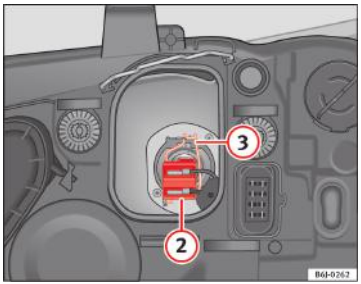

Fig. 162 Farurile fază scurtă
– Scoateți conectorul ⇒fig. 162 (2) din bec.
– Deconectați resortul de fixare ⇒fig. 162 (3) apăsându-l în interior şi către dreapta.